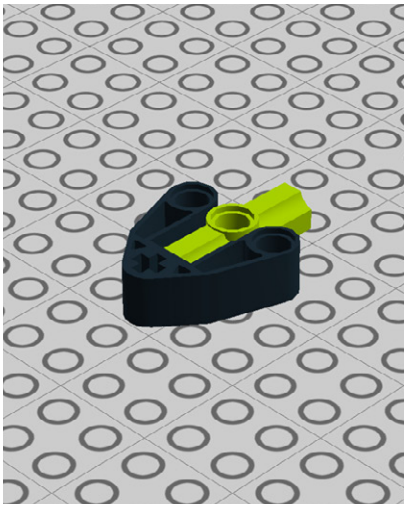

Figure 1-5. *Step 1: Bumper assembly*
1. Let's begin with the bumper assembly. Connect an angle element to the triangular 3x3 block as shown in Figure 1-5.